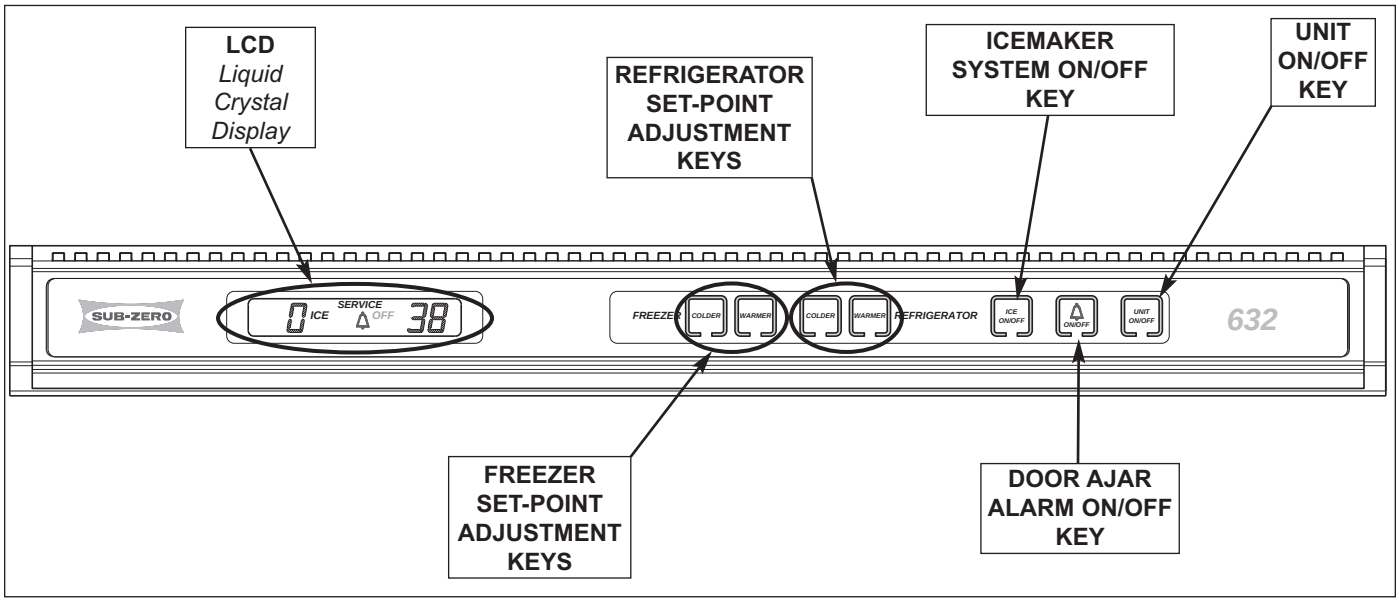

Figure 3-4. Control Panel Layout *(Model 632-3 Control Panel Shown)*
- *The illustration below is of a 632-3 control panel (See Figure 3-4).*